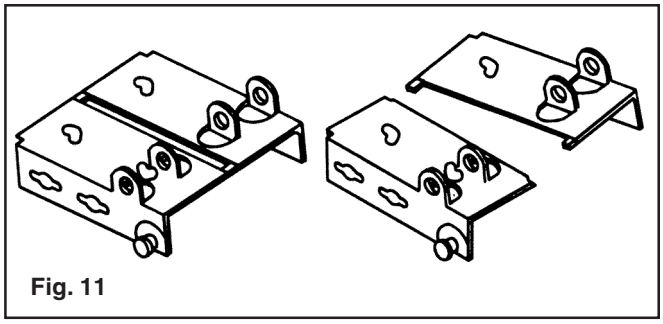

Fig. 11
**NOTE:** Remove connecting tab. (FIG. 11)